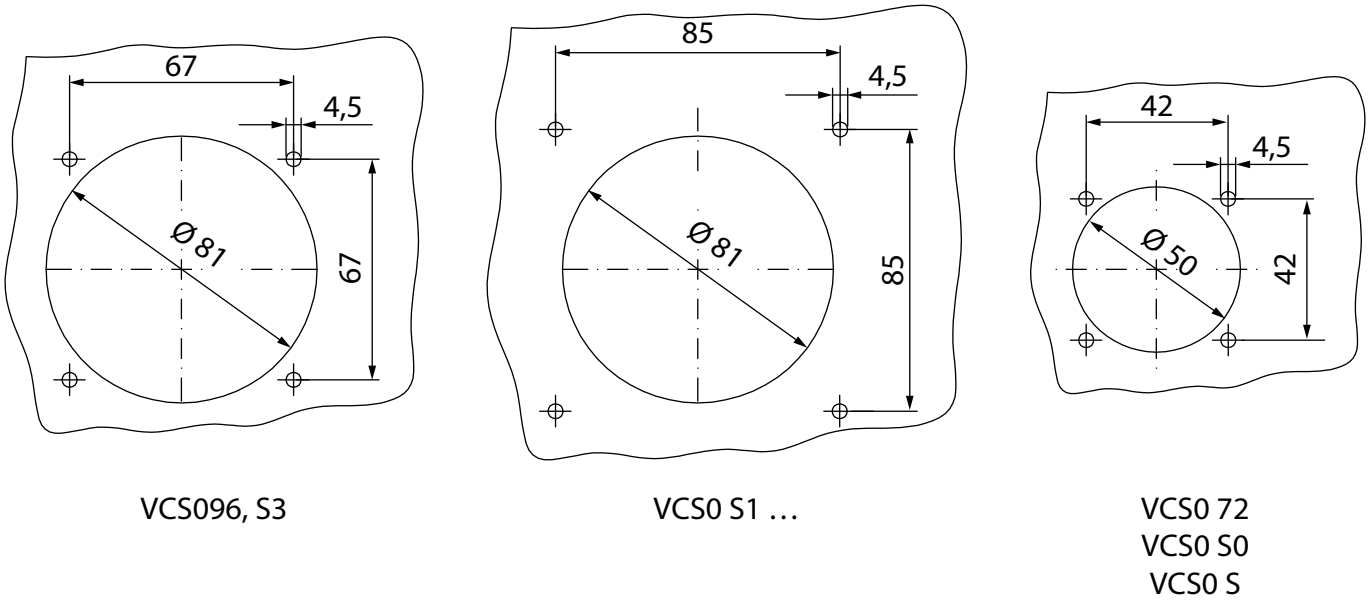

Figure 7. Joystick VCS0 …: dimensions of installation openings (dimensions in mm)
2. Prepare the installation space, *see Figure 7 "Joystick VCS0 …: dimensions of installation openings (dimensions in mm)", page 63*.